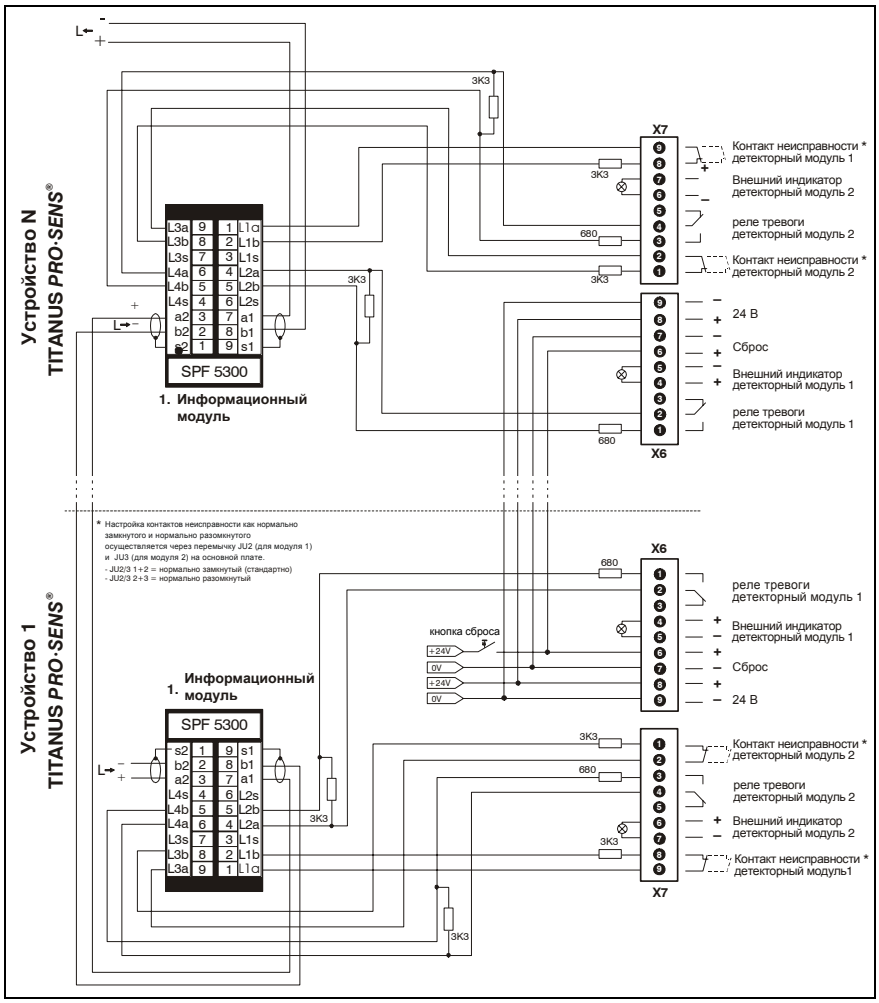

Рис. 5.20: Подключение информационного модуля SPF 5300 и TITANUS *PRO · SENS*®
2. Отвинтите монтажную шину (A) от крепежного уголка (B), входящего в комплект расширения.
3. Привинтите демонтированную монтажную шину на монтажную панель. Для этого используйте 2 винта с потайной головкой (C) M3x6, 2 зубчатых шайбы (D) и 2 шестигранных гайки (E) M3 комплекта расширения.
5. Подсоедините информационный модуль (H) в соответствии со схемой подключения к TITANUS PRO-SENS® (см Рис. 5.20) и установите его на монтажную шину монтажной панели.